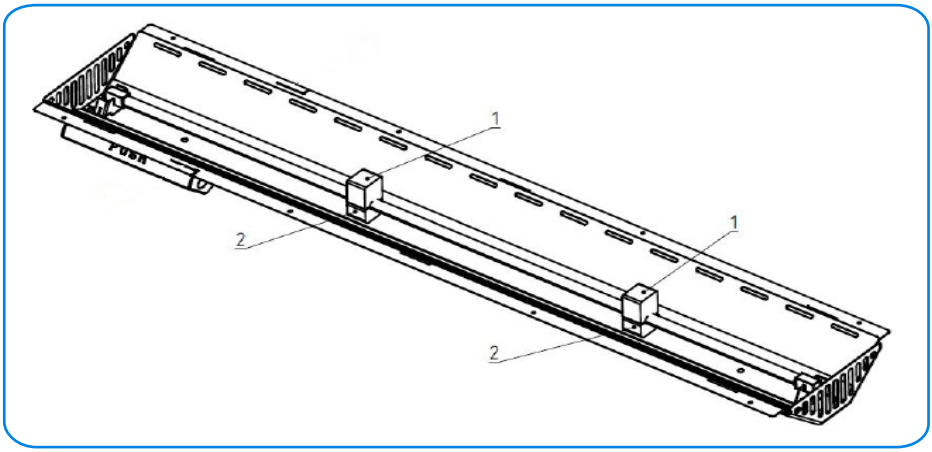

Rys. 3.4 Zabezpieczenia promiennika z serii VitalSun Glass 350/500/750
- Usunąć wypełnienia zabezpieczające podczas transportu (Rys. 3.4, poz. 1 oraz 2),